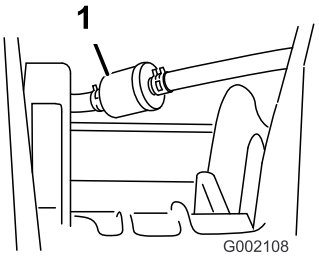

Figur 46
5. Fjern de klemmer, der fastgør brændstoffilteret til brændstofslangerne (Figur 46).